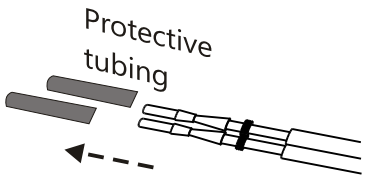

Figure 13-1
4. **When harness is through the vehicle**, remove the pin's protective tubing. *[Figure 13-1]*